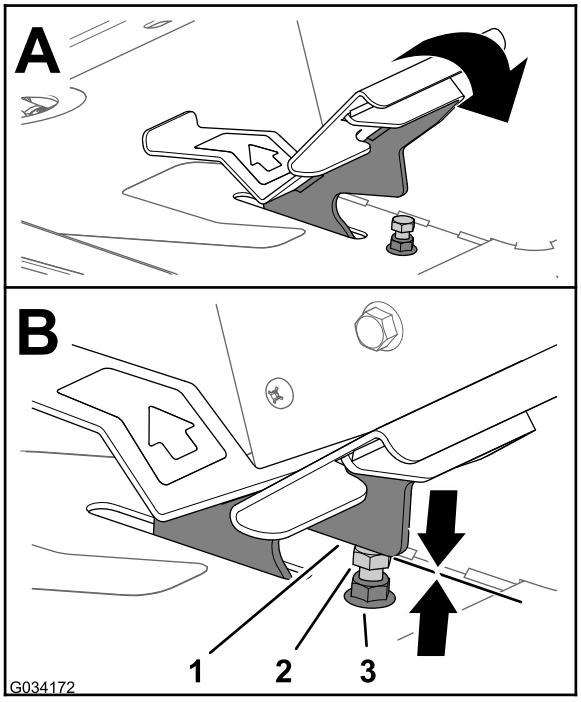
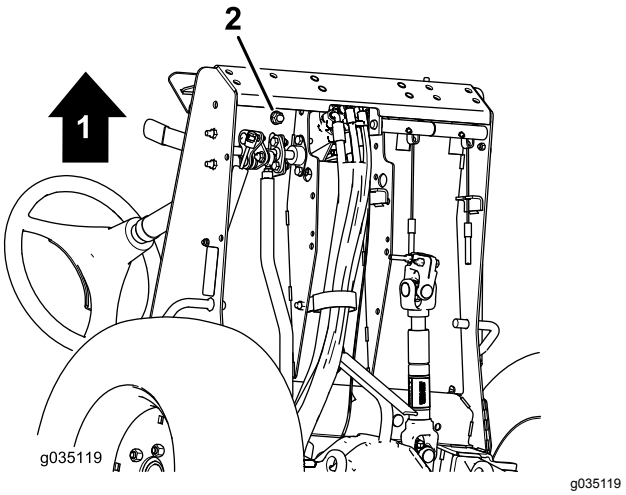

**Figur 75**
**Figur 76**
1. Flyt traktionspedalen helt fremad (Figur 75).
A. Hold traktionspedalstoppet (Figur 75) med en nøgle.
B. Løsn kontramøtrikken nederst på fodstøttepladen (Figur 76).
C. Sæt traktionspedalen i den fulde fremadgående position (Figur 75).
D. Mens du holder traktionspedalstoppet, skal du justere kontramøtrikken, der sidder ovenover fodstøttepladen (Figur 75), indtil traktionspedalen kommer i kontakt med stoppet.
F. Mens du holder traktionspedalstoppet, skal du tilspænde kontramøtrikken nederst på fodstøttepladen (Figur 75 og Figur 76) til 37 til 45 N·m.